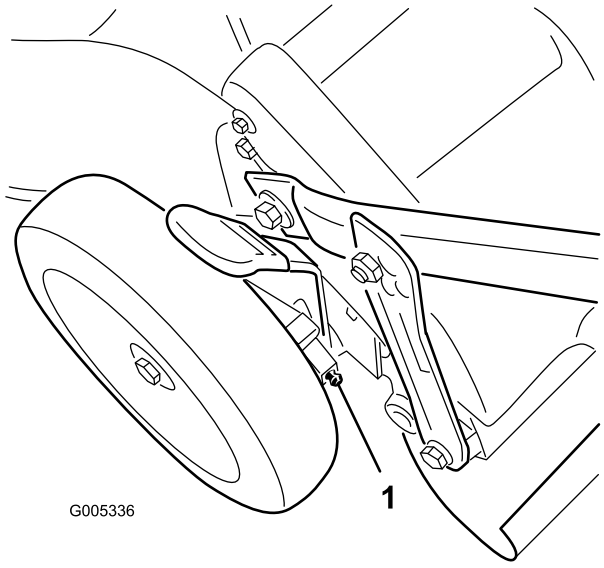

Figuur 25
1. Veeg de smeernippels aan de binnenkant van de achterwielen af met een schone doek (Figuur 25).